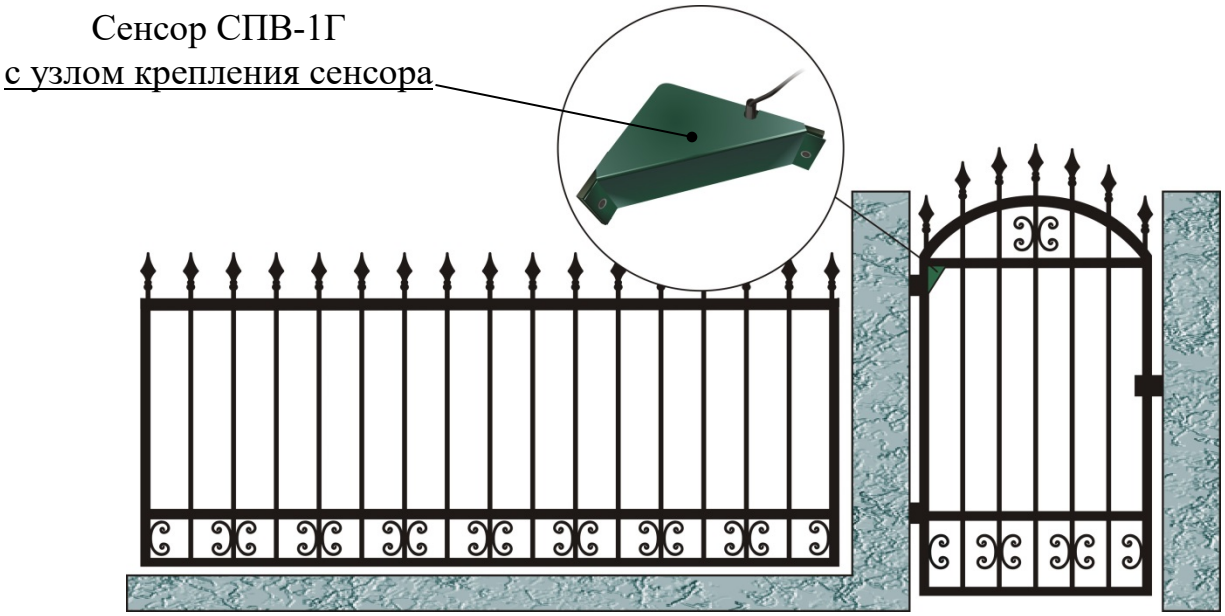

Рисунок 2.14
2.2.9.2 Сенсор располагают в углу створки ворот (рисунок 2.14). Узел крепления сенсора, снабженный защитной крышкой, позволяет защитить сенсор от случайных механических воздействий, в т.ч. ветра и осадков, при этом обеспечивается простота монтажа – монтаж заключается в креплении узла к каркасу створки методом сварки.